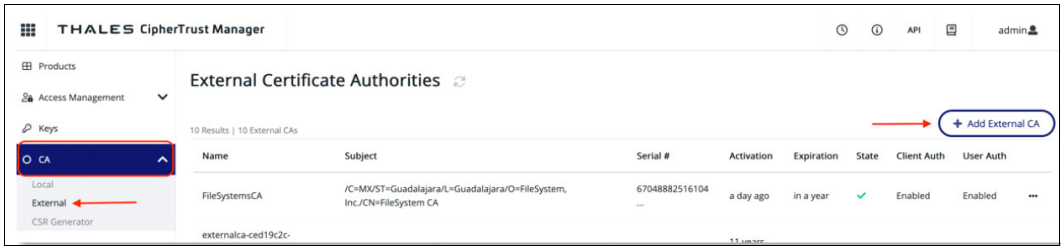

Figure J-21 External certificate authorities
a. Click **CA** → **External** → **Add external CA** as shown in Figure J-21 on page 1048.